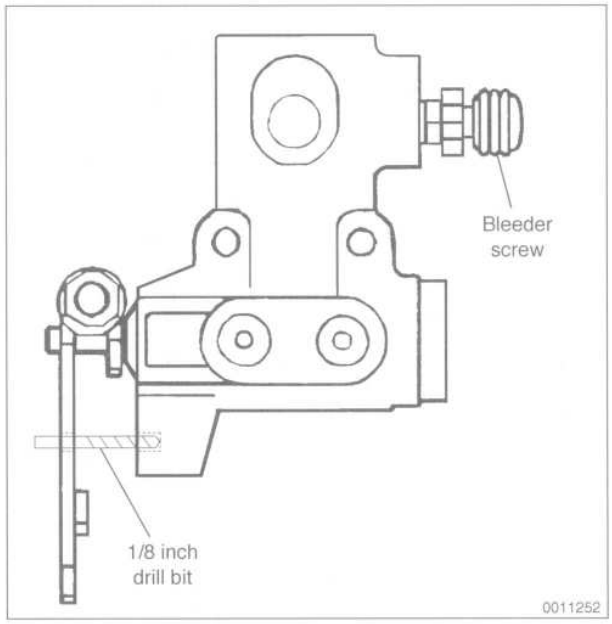

Fig. 18. LAD regulator valve. Lock the lever in position by inserting a $^1/_8$ in. drill bit through hole in lever.
4. Using the ride height specifications given earlier under **Ride Height,** move the LAD regulator valve lever forward or rearward until the height is correct. Then lock the lever in the center position by inserting a small ($^1/_8$ in.) drill bit through the lever and into the valve body. See Fig. 18.
2. Place a drain pan beneath the LAD regulator valve and loosen the bleeder screw to relieve the system pressure. See Fig. 18 given earlier.